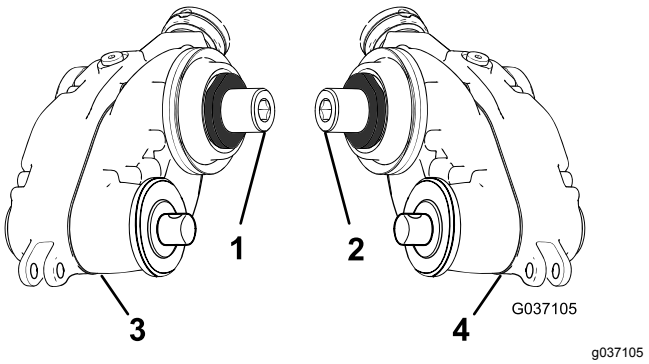

图7
1. 识别左驱动疏草刀驱动箱和右驱动疏草刀驱动箱请参阅图7。